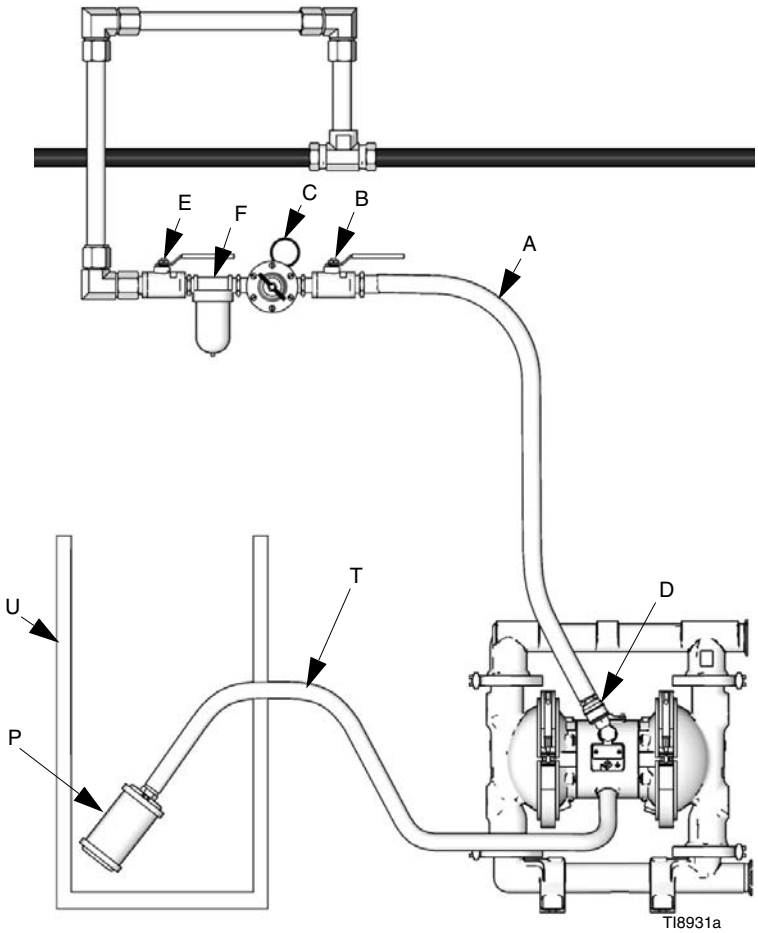

FIG. 4 Sfiato dell'aria di scarico
La rottura della membrana causerà l'emissione del fluido con lo scarico nell'aria. Posizionare un contenitore appropriato all'uscita della linea di scarico dell'aria per raccogliere il fluido. Vedere la FIG. 4.
1. Rimuovere il silenziatore (P) dal bocchettone di scarico dell'aria della pompa.
2. Installare una condotta di scarico dell'aria (T) collegata a terra e collegare il silenziatore (P) all'altra estremità del flessibile. Le dimensioni minime della condotta di scarico dell'aria sono di 19 mm (3/4 poll.). Se è necessario un flessibile più lungo di 4,57 m (15 piedi), usarne uno di diametro più largo. Evitare gomiti stretti o attorcigliamenti del flessibile.
3. Posizionare un contenitore (U) all'uscita della linea di scarico dell'aria per raccogliere il fluido in caso di rottura della membrana. Vedere la FIG. 4.